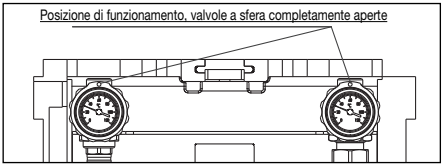

Fig. 38 Riempimento e risciacquo dell’impianto, posizione di funzionamento
- Valvole a sfera e valvole di ritegno in posizione di funzionamento (come in Fig. 38).